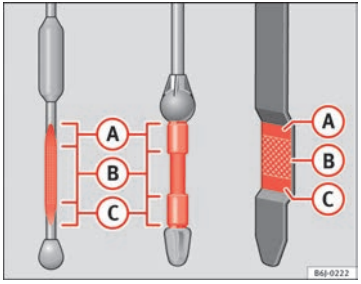

Fig. 113 Engine oil dipstick
– Then pull it out once more and check the oil level ⇒ Fig. 113. Top up with engine oil if necessary.